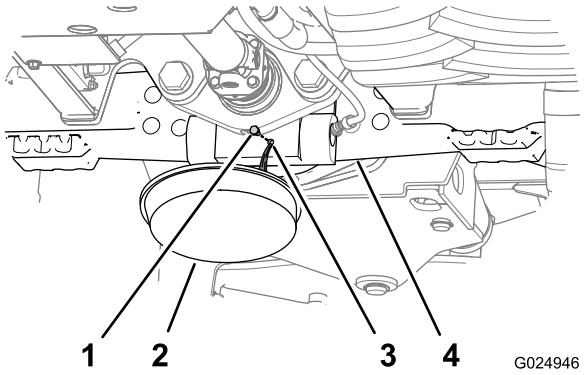
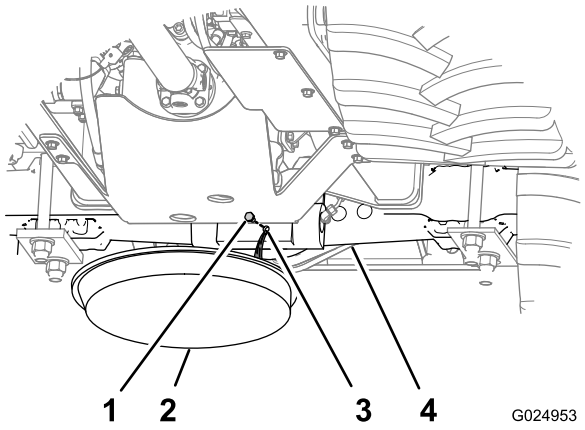

Rysunek 87
Rysunek 88
1. Umieść miskę drenażową pod obudową zębnika na osi (Rysunek 87 i Rysunek 88).
2. Zdejmij korki z przyłącza wziernika i przyłącza drenażowego na obudowach zębnika osi (Rysunek 87 i Rysunek 88).